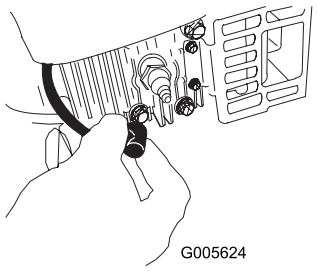

Figur 28
2. Koble tennpluggledningen fra tennpluggen før du foretar vedlikehold (Figur 28).